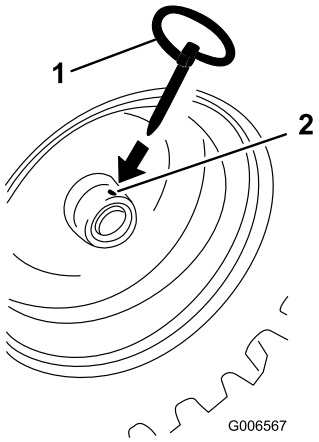

Figur 5
8. Før hjulene utover, og stikk hver akselpinne gjennom hvert hjulnavhull og det **ytre** hullet i akselen (Figur 5).